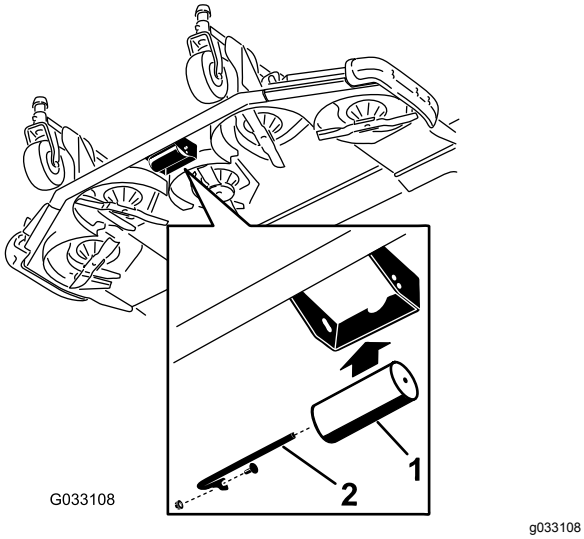

Figur 42
2. Plasser valsen med de øverste hullene og monter akselen med skruen og mutteren (Figur 42).